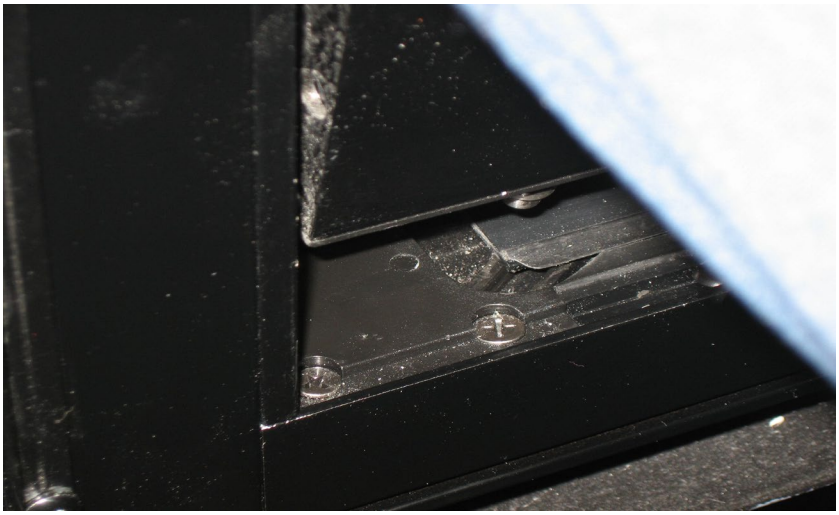

FIGURE 50: POSITIONING THE LOWER LEFT CORNER OF THE SASH
2. Position the left hand lower corner of the sash over the front cam follower block (Figure 50)